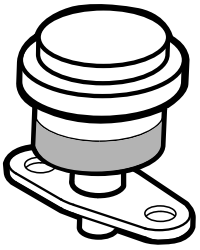

Figur 48
Efterse kun det primære luftfilter, når serviceindikatoren (Figur 48) viser, at det er nødvendigt. Hvis du udskifter luftfilteret, før det er nødvendigt, øger du blot risikoen for, at der kommer snavs ind i motoren, når filteret afmonteres.
1. Kontroller indikatoren for filterblokering. Hvis indikatoren er rød, skal filteret udskiftes (Figur 48).